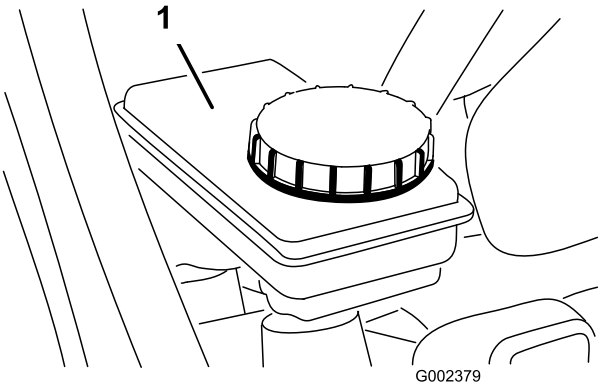

**Figur 24**
2. Sørg for, at væskestanden går op til linjen Full (fuld) på beholderen (Figur 24).
3. Hvis væskestanden er lav, skal du rengøre området omkring dækslet, tage dækslet af og fylde beholderen med den specifikke bremsevæske til det korrekte niveau (Figur 24).